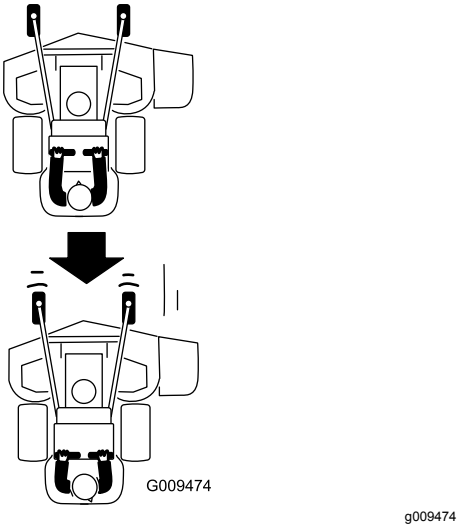

Bild 20
2. Ziehen Sie die Fahrantriebshebel langsam nach hinten (Bild 20).